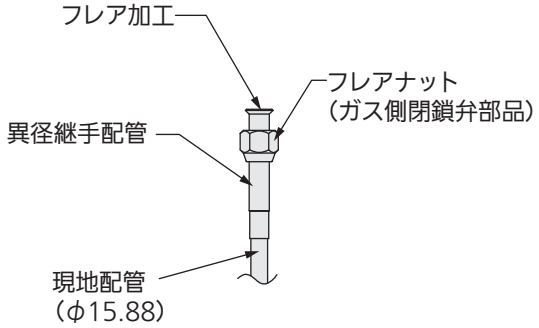

図 3
- ガス側の主管φ 15.88 ですが、室外ユニットの閉鎖弁への接続はφ 19.05 のフレアになりますので必ず付属の異径継手配管を使ってろう付してください。（図 3）